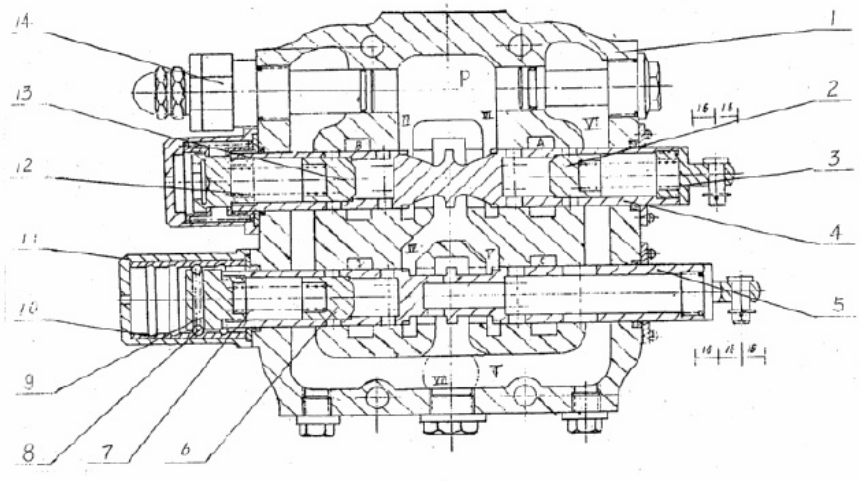

Fig. 3.7-2 Multyway reverse valve
Ⅱ. Multi-ways valve (see Fig. 3.7-2)
1. The principle of multiway valve: (l) Mid-position (Closed), see fig. 3.7-2.